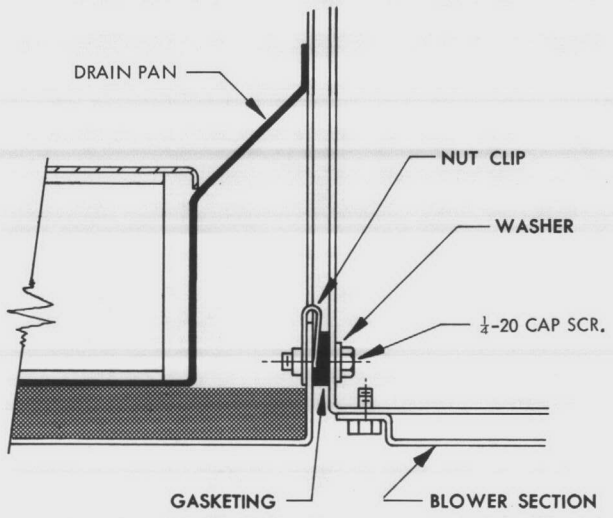

FIGURE 11
e. When assembling size 137-164 blower sections to multi-zone coil sections, be sure to gasket and bolt the condensate shield to outlet panel of blower section as shown in Figure 11, Page 6, with 1/4 N.C. thread cutting screws.